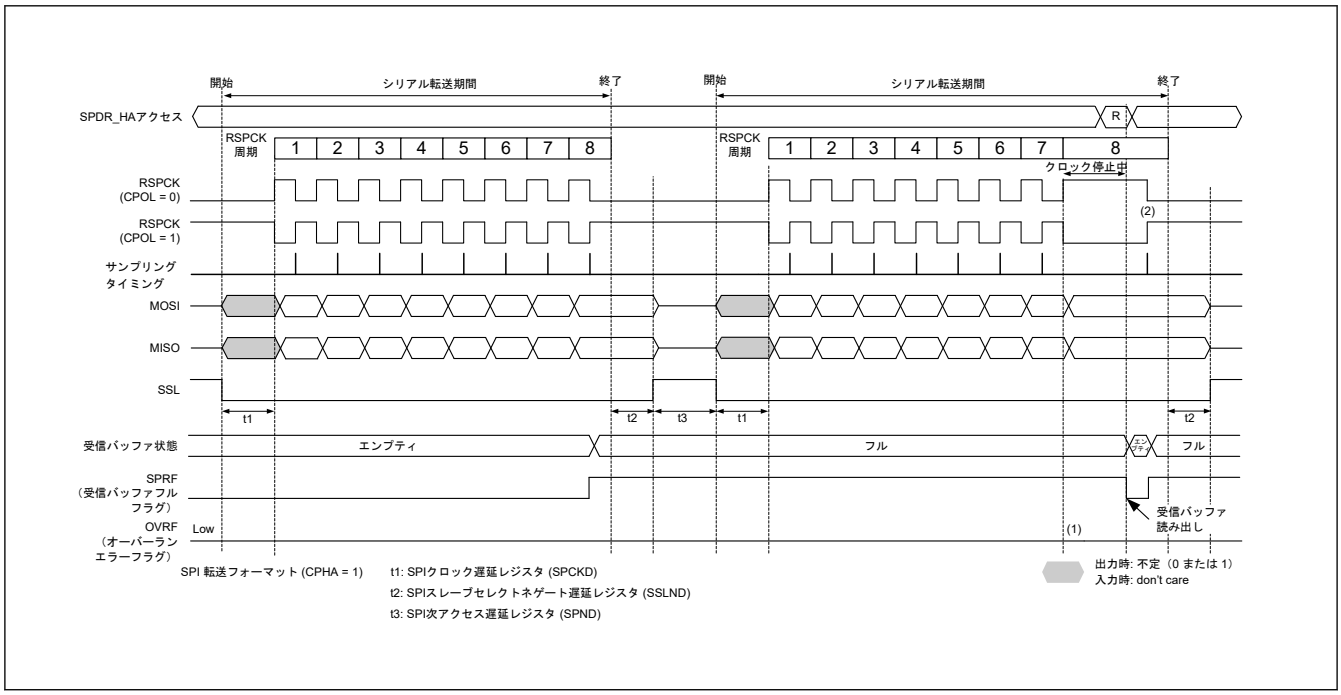
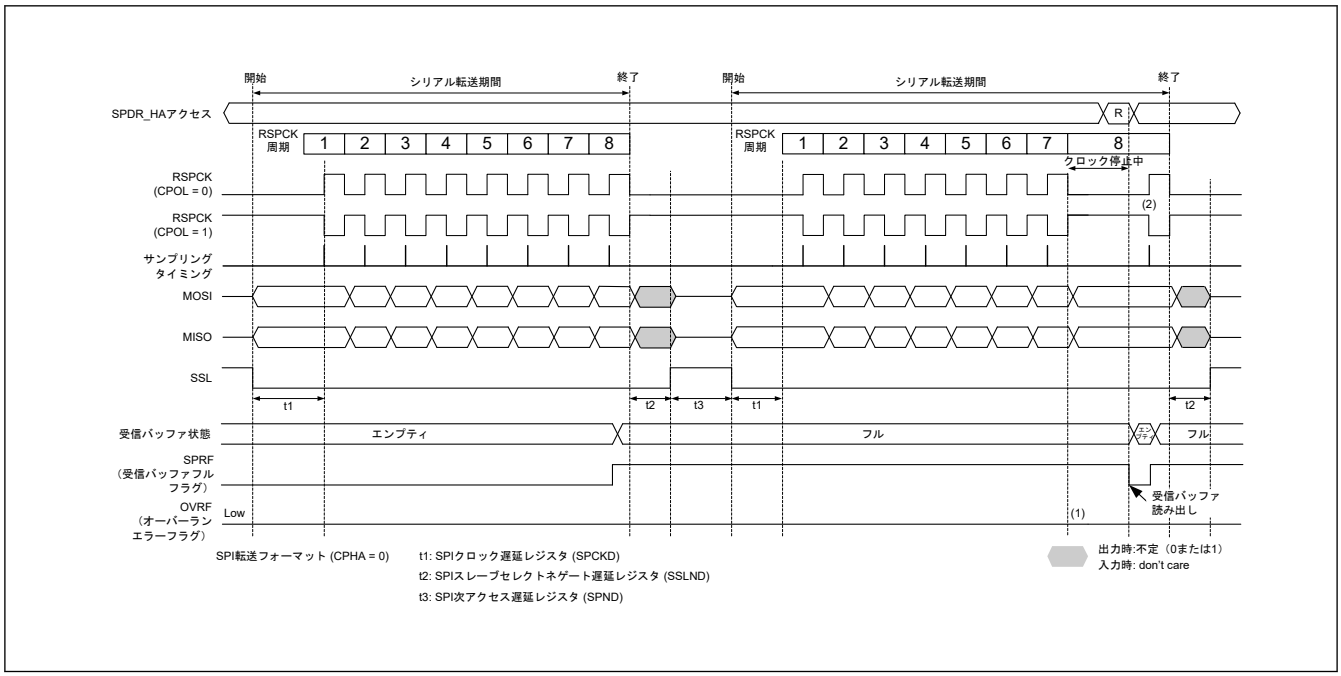

図 30.38　マスタモードの受信バッファフル状態でシリアル転送が継続するときのクロック停止波形 (SPCMDm.CPHA = 1)
図 30.39　マスタモードの受信バッファフル状態でシリアル転送が継続するときのクロック停止波形 (SPCMDm.CPHA = 0)
マスタモードで RSPCK 自動停止機能を有効 (SPCR2.SCKASE = 1) にした場合は、オーバーランエラーが発生しません。図 30.38、図 30.39 にマスタモードの受信バッファフル状態でシリアル転送が継続するときのクロック停止波形を示します。
以下に、図 30.38 および図 30.39 の (1)、(2) に示したタイミングでのフラグ動作を説明します。